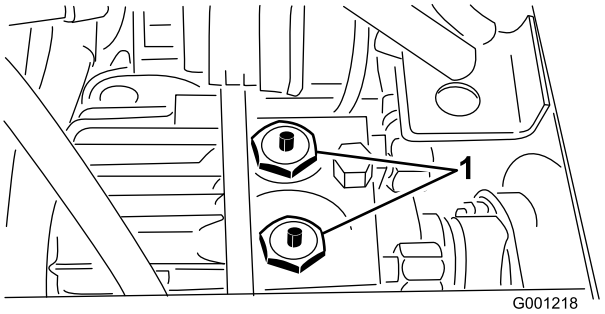

**Figur 32**
2. Tryk ned og tag fat om pindene, der sidder i midten af de 2 kontraventilsamlinger øverst på transmissionen (Figur 32), mens maskinen skubbes eller trækkes. Figur 32 vises uden sædet og sædemonteringspladen.